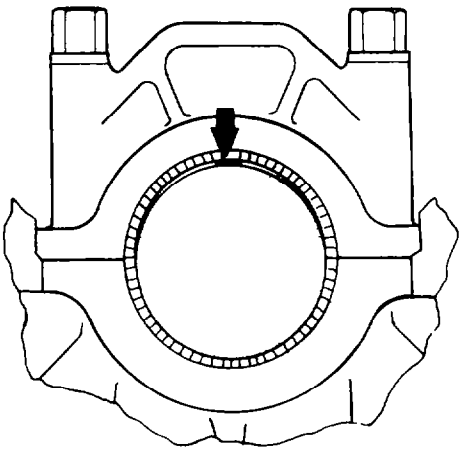

Fig. 65 — Positioning Plastigauge
e. Place a core strip of Plastigauge on top of each main journal; the core strip must be suitable for measuring clearances of between 0.05 mm to 0.101 mm (0.002 in. to 0.004 in.) (see fig. 65).